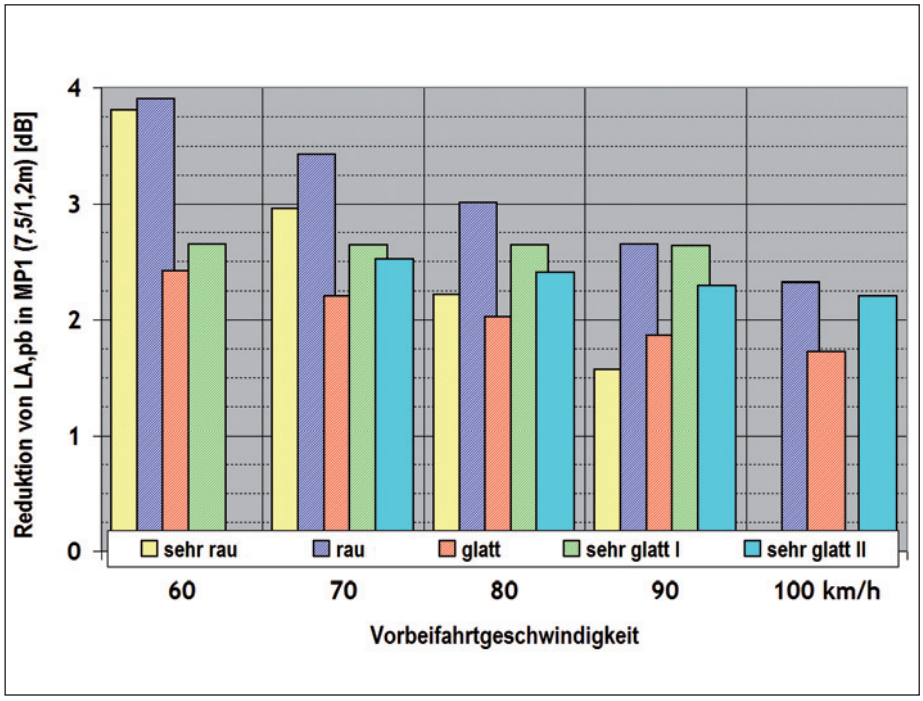

Abb. 8: Reduktion des A-bewerteten Vorbeifahrpegels für Züge mit unterschiedlichen Radrauigkeiten [1]
Abb. 8 zeigt die Pegelreduktion in 7,5 m Entfernung vom Gleis in 1,2 m Höhe über der Schienenoberkante. Es ist erkennbar, dass sich die Pegelreduktion in einer Größenordnung von 2 bis 4 dB(A) bewegt. Tendenziell tritt die größte Wirkung mit CalmRail ausgerüsteter Gleise bei Wagen mit rauen bzw. sehr rauen Rädern und einer geringen Geschwindigkeit auf.